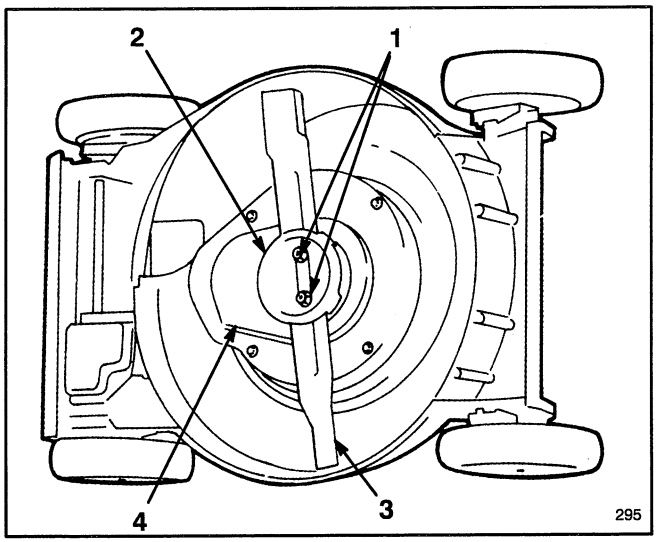

Figure 32
3. Tip mower on its left side (Fig. 32).
4. Remove two blade nuts, anti–scalp cup, blade, blade spacer, rotating screen, and four bolts securing BBC shield to mower deck (Fig. 32 & 33).